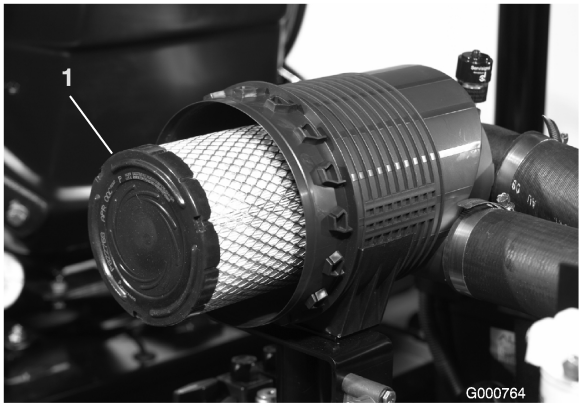

Figur 40
3. Afmonter og udskift primærfilteret (Figur 40).